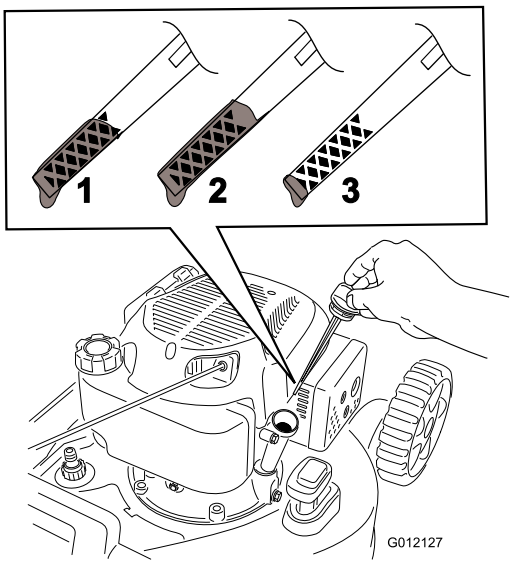

Figura 6
2. Rimuovete l'asta di livello (Figura 6) e versate nel tubo di riempimento una quantità d'olio pari a circa 3/4 della capacità del carter.
5. Rimuovete l'asta e controllate il livello dell'olio sull'asta (Figura 6).